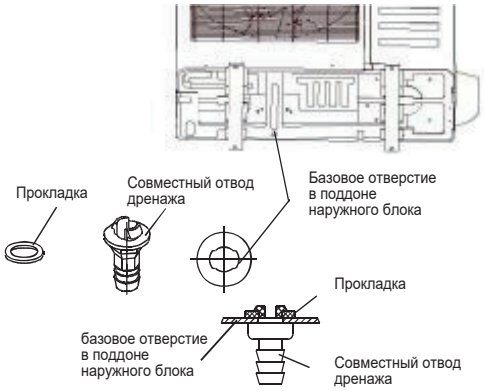

Рис.2.27
2.8.3 Установка дренажного патрубка наружного блока (рис.2.27)